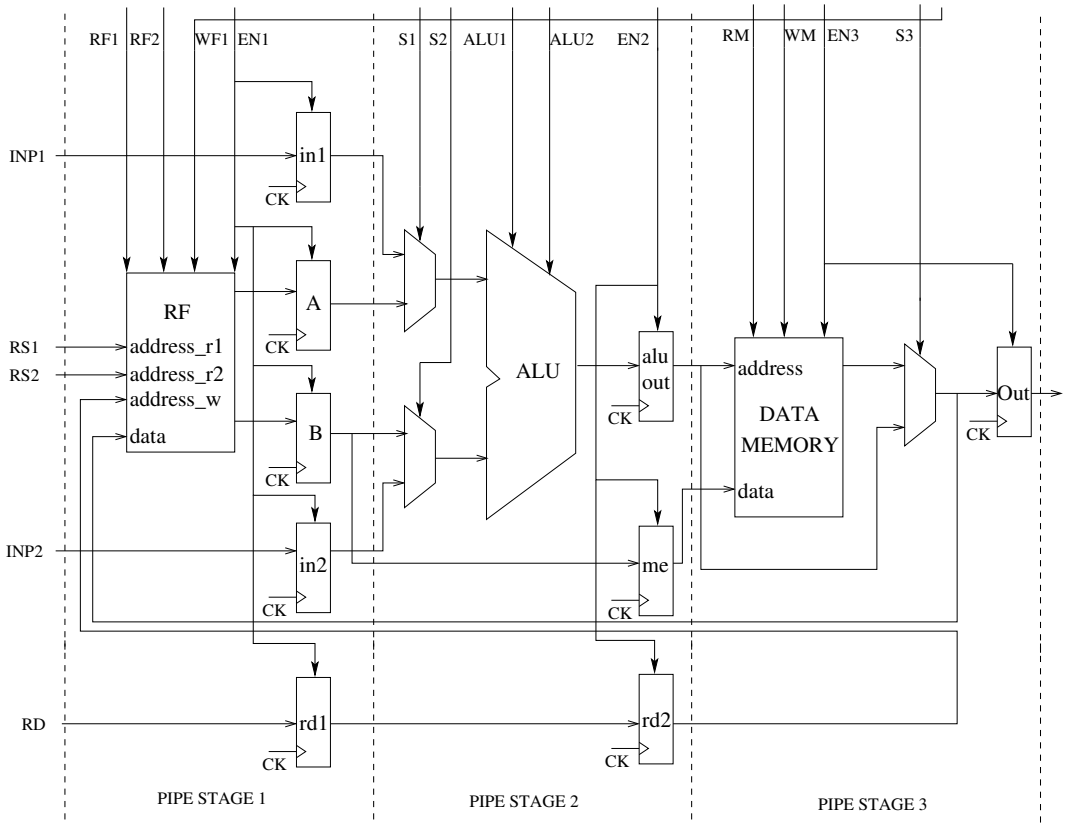

Figure 4.1: Schematic of a simplified implementation of a DLX processor.
The DLX processor *(see cap.2 and 3 of Hennessy-Patterson)* is a simple *load-store* architecture with a set of 32 General Purpose Registers *(GPRs)*, each with a parallelism of 32-bits. A slightly simplified version of its datapath is shown in Figure 4.1.
- In the third pipeline stage, a *Memory* is used to load/store data. It is a simplified Register File with one port for reading and one for writing. The address is generated by the ALU, while the input data come from the delayed output of the register B *(see Figure 4.1)*. A *multiplexer* is considered to select the data that will be written into the Register File belonging to the first stage, and which is located between the output of the Memory and the DLX output. *One register* is used for pipelining. *Four control signals* are used in this pipe stage: